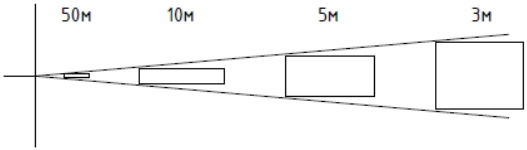

Рис. 7
3. Посмотрите в окуляр нивелира и, вращая барабан микрометра, совместите **ближайшее** деление рейки с клиновидным биссектором сетки нитей так, как показано на рис.7.